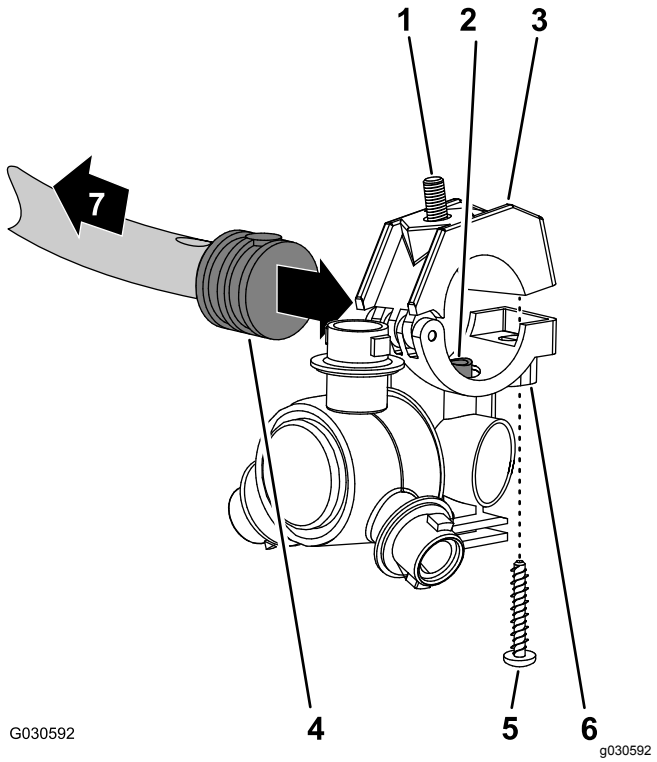

Rysunek 129
1. Ustaw rurę doprowadzającą w łożu dyszy zraszacza (Rysunek 129) równo z otworem z boku króćca węża z pojedynczym występem (1/2 cala).
2. Załóż górną część obejmy wokół króćca węża z występem i zamocuj część obejmy i korpus dyszy zraszacza (Rysunek 129) za pomocą śruby ze stali nierdzewnej (nr 12 x 1 1/4 cala). Dokręć śrubę ze stali nierdzewnej z momentem od 14 do 18 N·m.